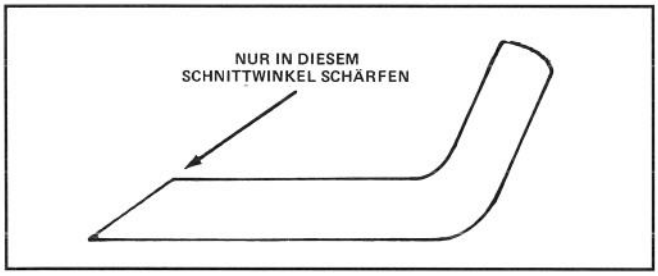

Abbildung 24
6. SCHÄRFEN DES MESSERS—Mit einer Feile die Oberkante des Messers (die zum Mähergehäuse zeigt) schärfen und dabei den ursprünglichen Schnittwinkel beibehalten (Abb. 24). Das Messer bleibt ausgewuchtet, wenn von beiden Schnittkanten gleichviel Material abgetragen wird.